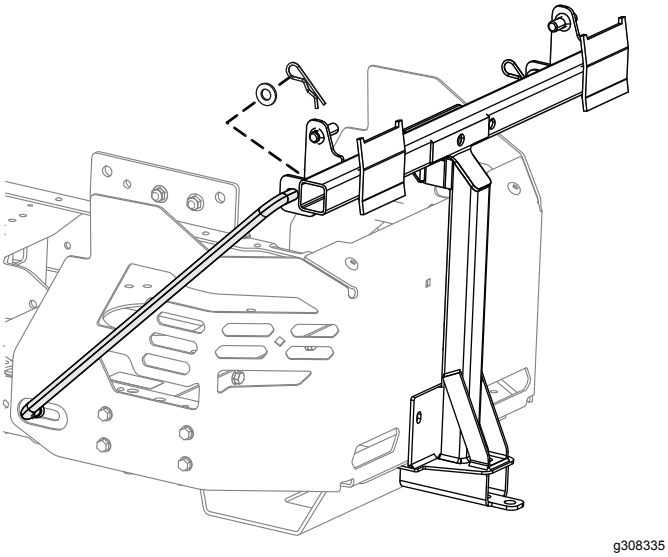

Figur 17
7. Monter den bøyde, utsvingte enden av en støttestang inn i det nøkkelformede sporet på venstre side av maskinrammen, og før stangen bakover for å plassere den i rammen (Figur 17).
8. Før de bøyde endene av stengene inn i festene for tilleggsutstyret, som vist i Figur 17, og fest enden av hver stang med en skive og hårnålssplint.